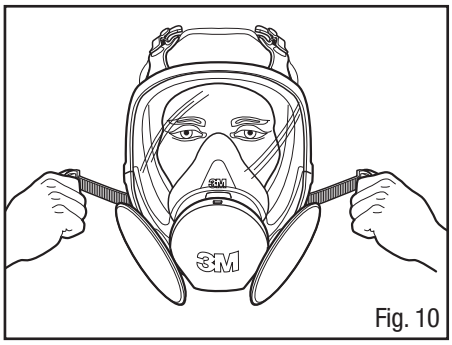

Fig. 10
2. Tirer sur l'extrémité des quatre courroies pour en régler la tension, en commençant par les courroies de cou pour terminer par les courroies frontales. Ne pas trop serrer les courroies (Fig. 10).